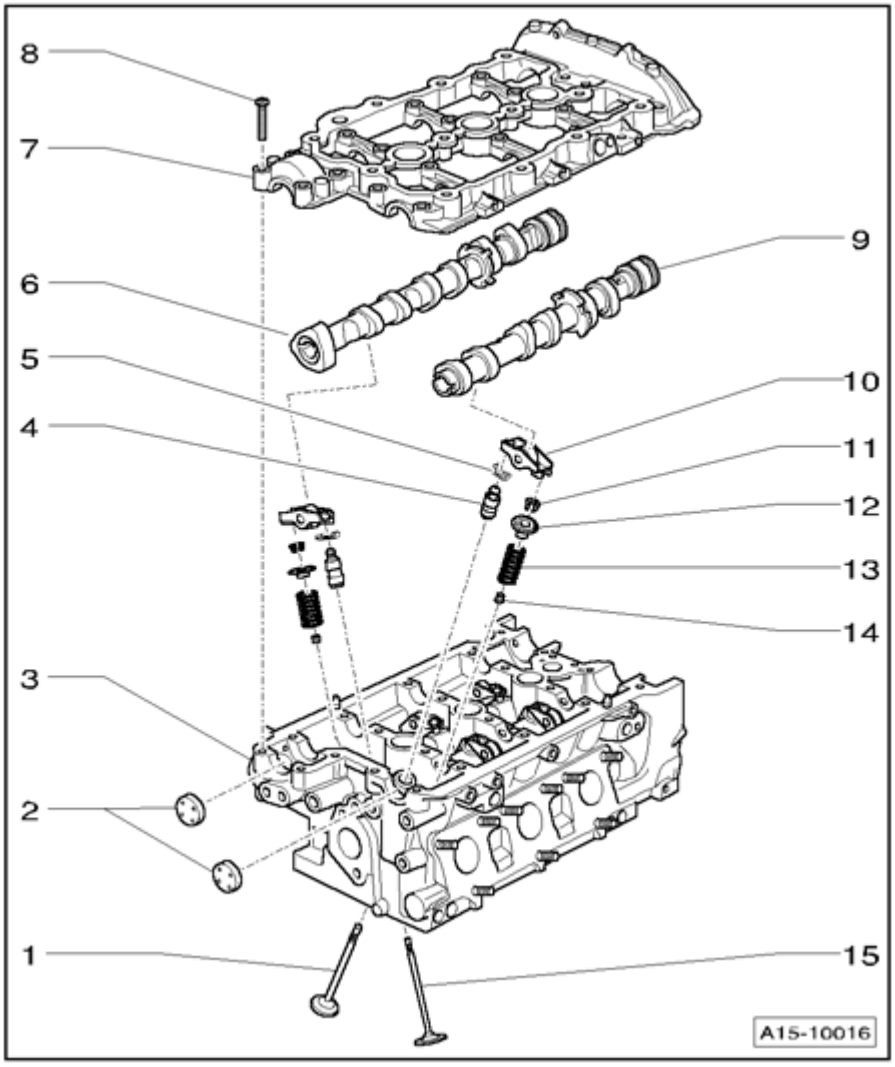

Fig. 411: Valvetrain, Component Overview
- **Left cylinder head is shown in Fig. 411.**